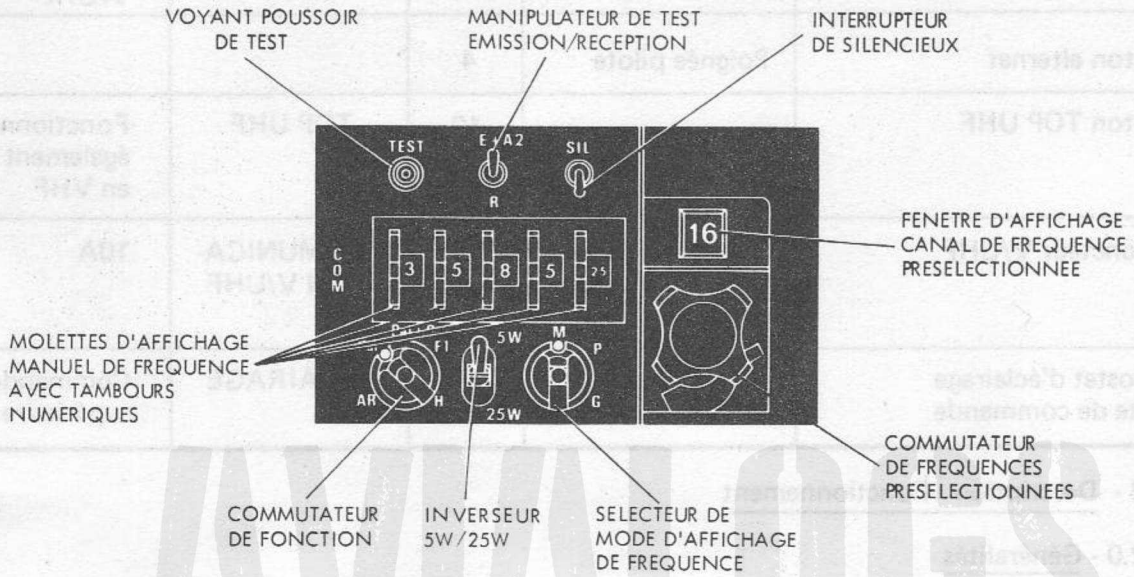

FIGURE 5 - BOITE DE COMMANDE V/UHF
10.2.2.1.1 - Boîte de commande (Fig. 5)